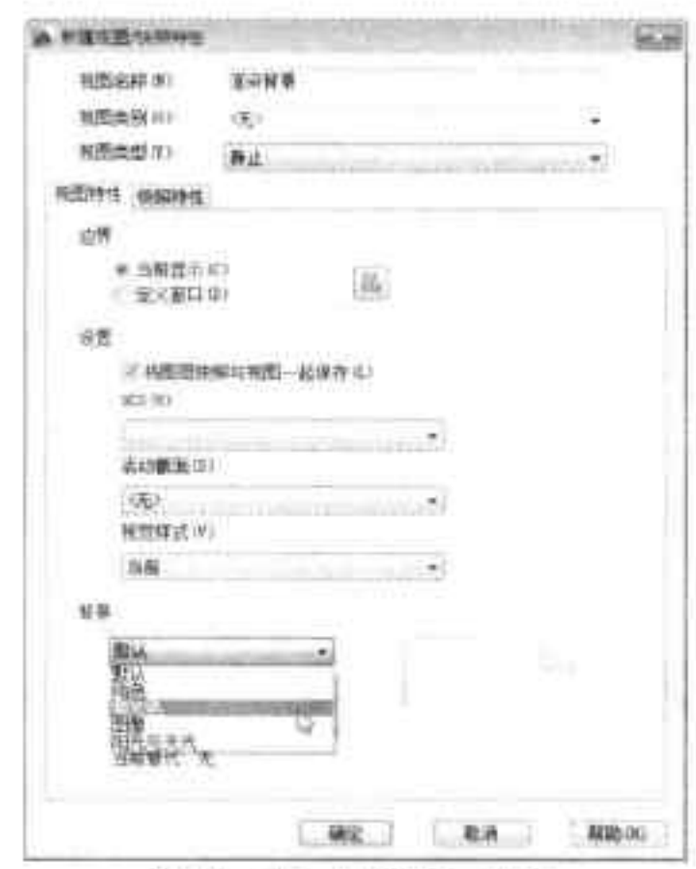

图14-45 设置背景颜色
Step 02 在“新建视图 / 快照特性”对话框中，输入视图名称，然后单击“背景”下拉按钮，选择背景颜色，这里选择“渐变色”选项，如图 14-45 所示。